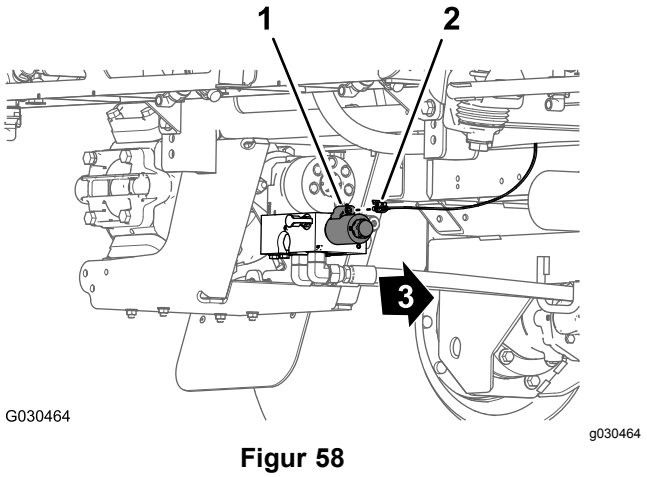

Figur 58
5. På bagsiden af maskinen (inde ved sprøjtepumpen) frakobles det bageste hovedledningsnets konnektor med 2 sokler fra pumperelæets konnektor med 2 ben (Figur 58).